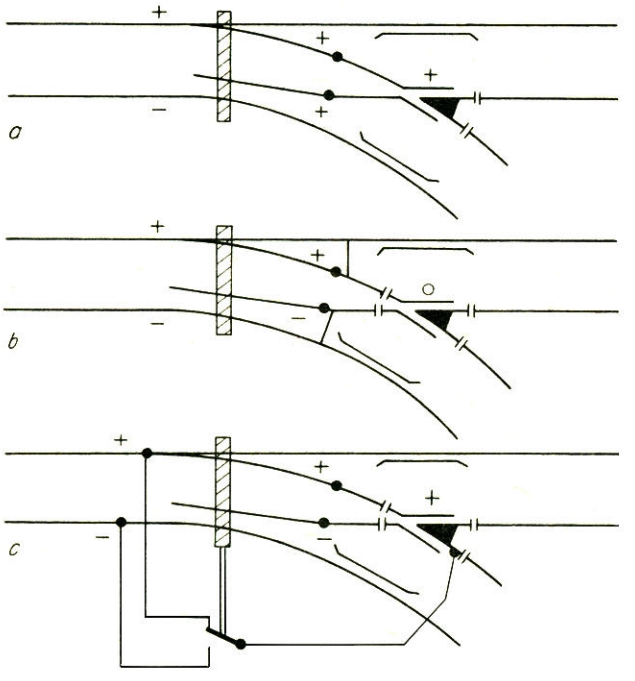

Bild 2 *Zeichng.: Verfasser*
c) Umschaltbares Herzstück (Bild 2)